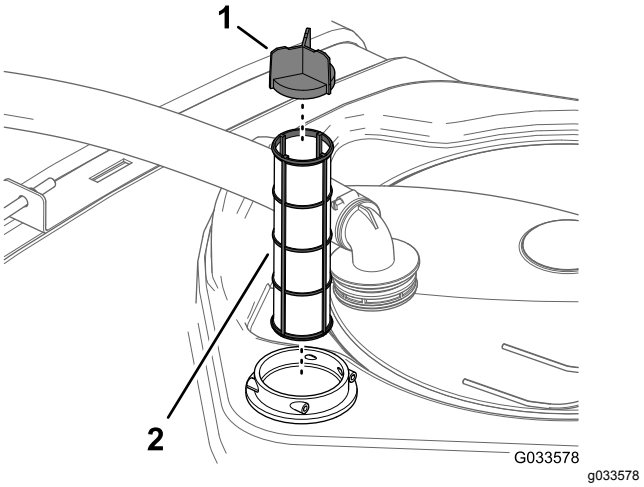

Figur 102
4. Fjern det gamle sugefilteret fra filterhuset i tanken (Figur 102).